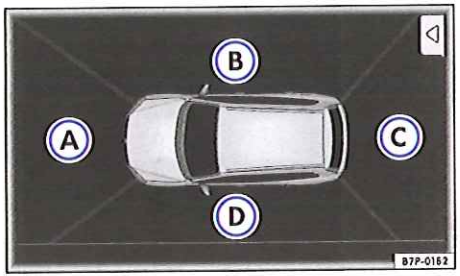
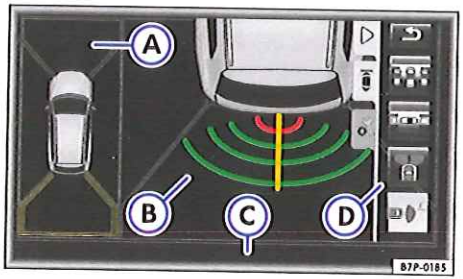
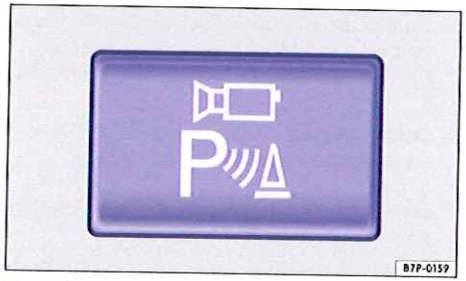

Fig. 191 Affichage de la vision périphérique : perspective à vol d'oiseau.
Fig. 192 Affichage de la vision périphérique : aide à l'attache d'une remorque activée.
Fig. 193 Dans la partie supérieure de la console centrale : touche d'activation manuelle de la vision périphérique.
Vous pouvez sélectionner les différentes vues de caméra en effleurant les zones correspondantes dans la perspective à vol d'oiseau → fig. 191 Ⓐ à Ⓓ ou dans la mini perspective à vol d'oiseau → fig. 192 Ⓐ.
- **Perspective à vol d'oiseau (Bird View)** : permet de visionner la périphérie du véhicule, même en cas de conduite en tout-terrain. La perspective à vol d'oiseau est représentée sur l'ensemble de l'écran → fig. 191.
La vue de caméra sélectionnée est affichée sur la partie droite de l'écran → fig. 192 Ⓑ. Dans la mini perspective à vol d'oiseau représentée sur la partie gauche de l'écran → fig. 192 Ⓐ, la vue est mise en évidence par un cadre de couleur. Les différentes options et vues possibles de la camé-
Boutons de fonction à l'écran → fig. 192 :
Activation manuelle de l'affichage :	Appuyez sur la touche → fig. 193. La perspective à vol d'oiseau apparaît à l'écran du système d'infodivertissement → fig. 191. Elle n'apparaît pas si vous actionnez la touche à une vitesse supérieure à environ 15 km/h (9 mph).
Activation automatique de l'affichage :	Passez la marche arrière. L'image de la caméra derrière le véhicule s'affiche dans le mode stationnement perpendiculaire dans la mini perspective à vol d'oiseau → fig. 192 Ⓐ → page 251.
Désactivation manuelle de l'affichage :	Appuyez de nouveau sur la touche → fig. 193.